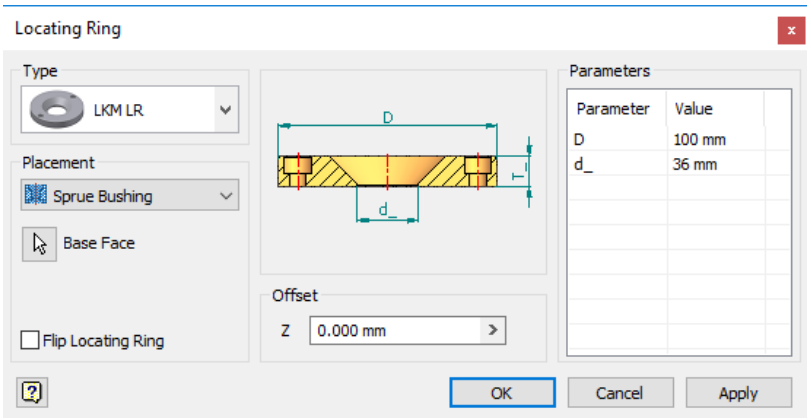

Figure 19-89 *The* ***Locating Ring*** *dialog box*
1. Choose the **Locating Ring** tool from the **Mold Assembly** panel in the **Mold Assembly** tab of the **Ribbon**; the **Locating Ring** dialog box is displayed, as shown in Figure 19-89.